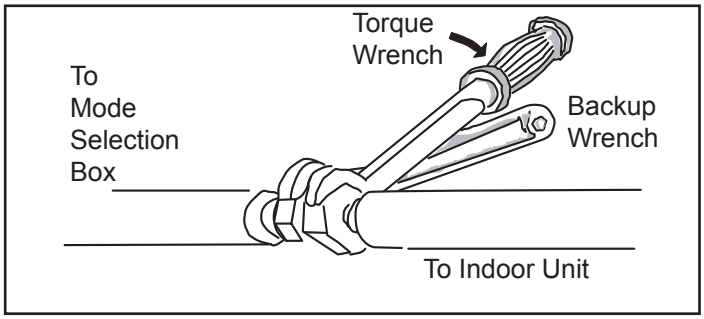

Figure 6. Tighten Flare Nut
6. Then, use two wrenches to continue to tighten the nuts without twisting the pipes. Once snug, continue another half-turn on each nut which should create a leak-free joint. A torque wrench may be used to tighten flare nuts using table 3 recommendations. See Figure 6. **Do not over-tighten a flared joint. Flared connections should always be accessible and must be insulated to prevent condensation.**